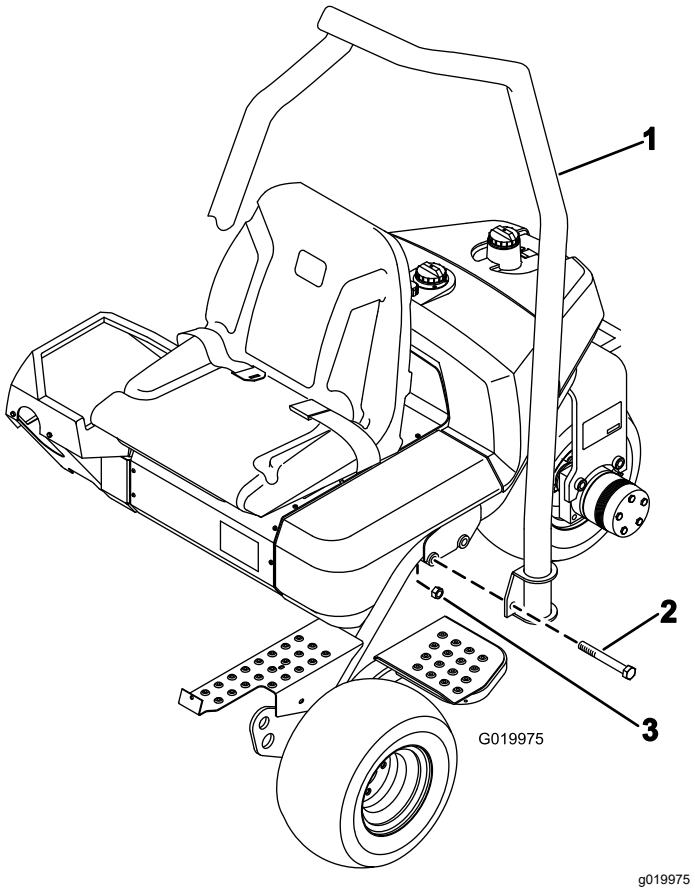

Figuur 4
1. Plaats de rolbeugel zo dat de bovenkant van de buis naar de voorkant van de machine wijst (Figuur 4).
2. Laat de rolbeugel op het frame zakken en zorg ervoor dat de montage-openingen uitgelijnd zijn (Figuur 4).
3. Bevestig de uiteinden van de rolbeugel aan het frame met 2 bouten (⅝" x 4½") en borgmoeren zoals afgebeeld in Figuur 4.